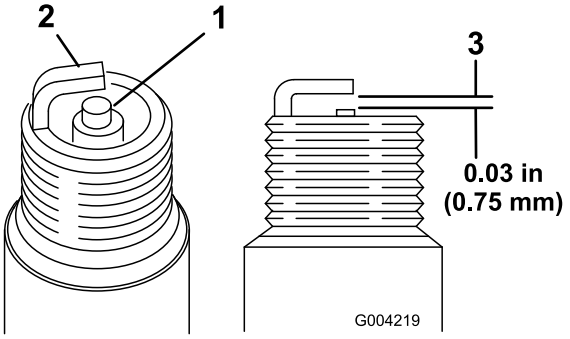

Figur 50
1. Se på midten af begge tændrør (Figur 50). Hvis der kan ses en lys brun eller grå farve på isolatoren, fungerer motoren korrekt. En sort belægning på isoleringen betyder normalt, at luftfilteret er snavset.
2. Kontroller gnistgabet mellem midter- og sideelektroderne (Figur 50).
3. Bøj sideelektroden (Figur 50), hvis gabet ikke er korrekt.